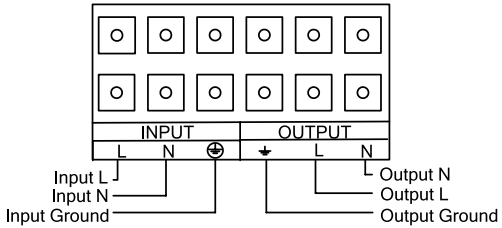

Fig.3
5. Impamantarea se va conecta prima, conform diagramei din **Fig. 3**. Este de preferat utilizarea unui fir de culoare verde sau verde cu galben.